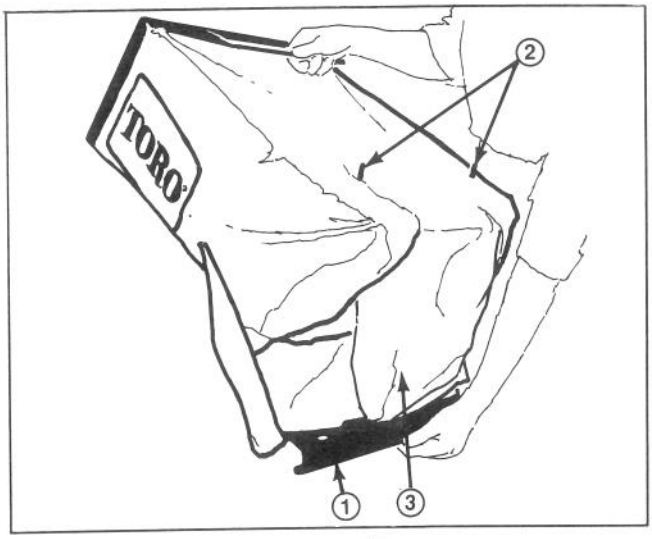

Figure 13
4. TÖMNING AV UPPSAMLARPÅSE—Fatta gräsuppsamlarpåsens handtag. Lyft plastskenan från stiften och drag gräsuppsamlarpåsens bakre del från påsramen (Fig. 13). Lyft upp klaffen som täcker påsens baksida. Lyft gradvis påsens främre ände samtidigt som gräsklippet skakas ur.